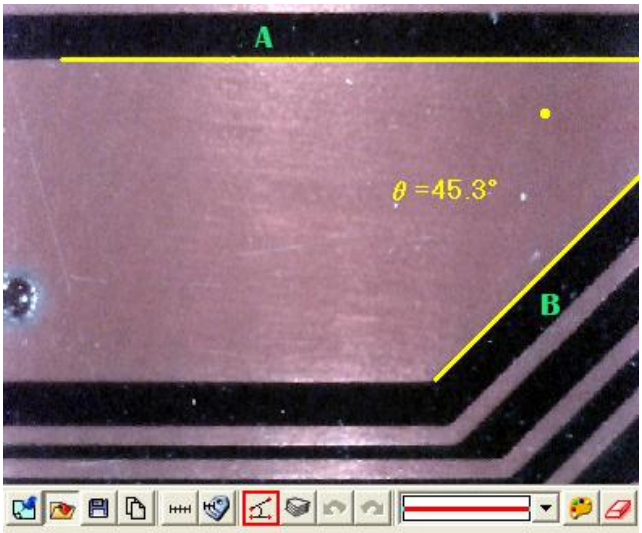

Fig 5-70 4 Points Fillet
(9) 4 Points Angle: Use to measure an angle but only see 2 unparallel lines shown on the object. See Fig 5-70, to draw a 1st line from the object (see line A), and to draw the other unparallel line (see line B), the angle can be automatically calculated. See Fig 5-70. There is a small dot show 45.3°.